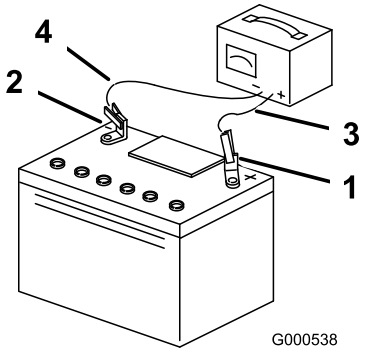

Figur 44
4. När batteriet är fulladdat ska laddaren kopplas bort från eluttaget, och sedan ska laddningskablarna kopplas bort från batteripolerna (Figur 44).